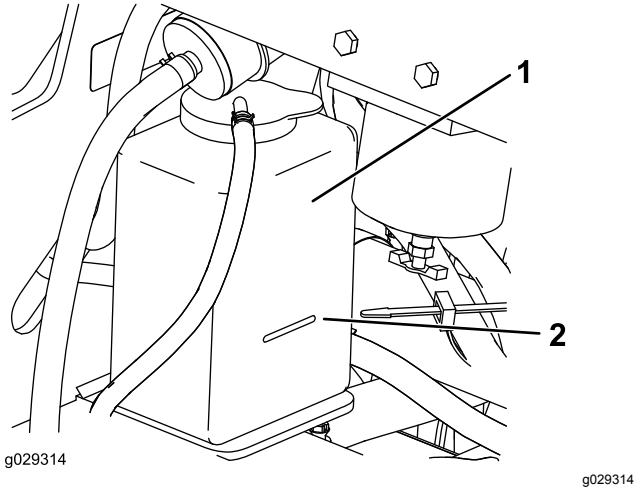

Rysunek 63
3. Należy sprawdzać poziom płynu w zbiorniku wyrównawczym (Rysunek 63).